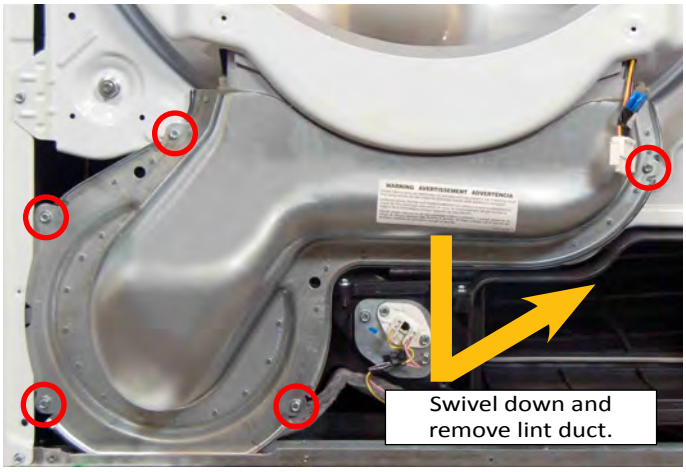

Figure 6
10. Remove the five (5) 1/4” hex-head screws from the lint duct as illustrated in Figure 6. Swivel the lint duct down from the bulkhead and remove.